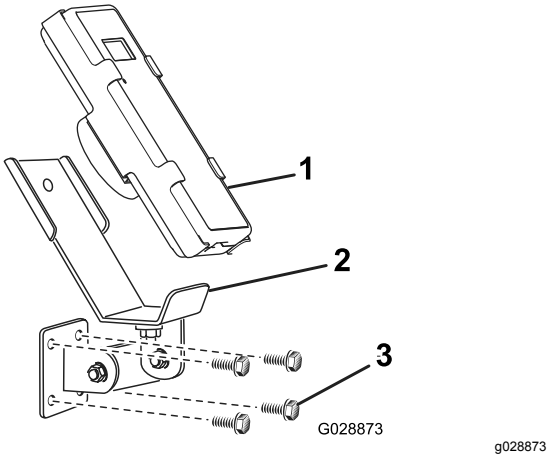
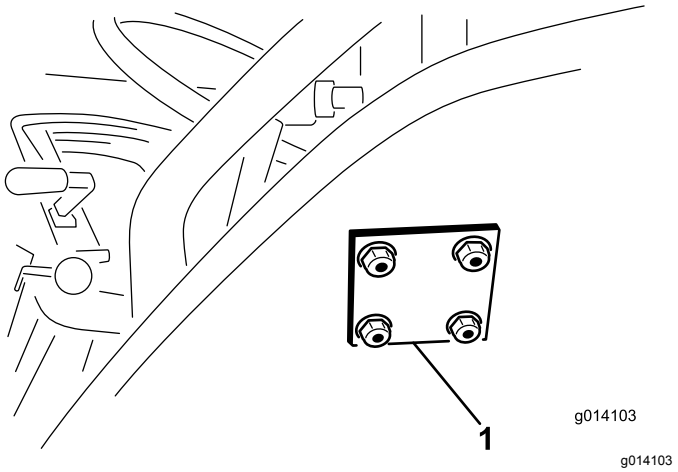

Figur 10
Figur 11
3. Monter monteringsbeslag og bagpladen med fire flangehovedbolte (5/16" x 1½") og flangemøtrikker (Figur 10 og Figur 11).